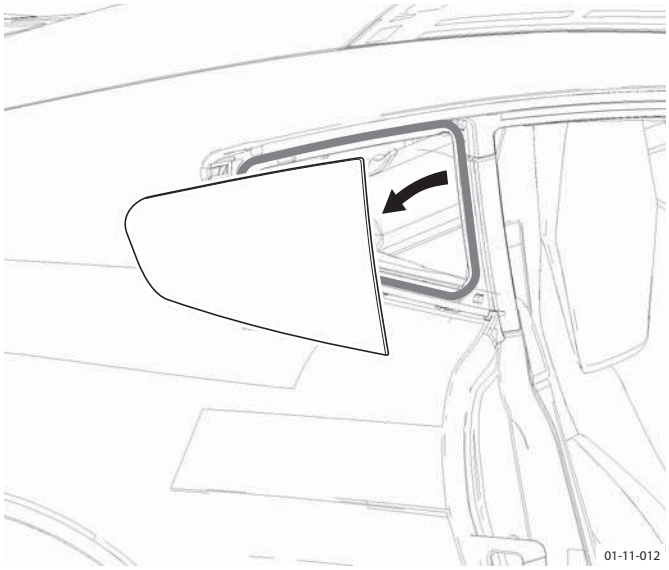

Figure 3
6. Cut out glass and remove (see Figure 3).